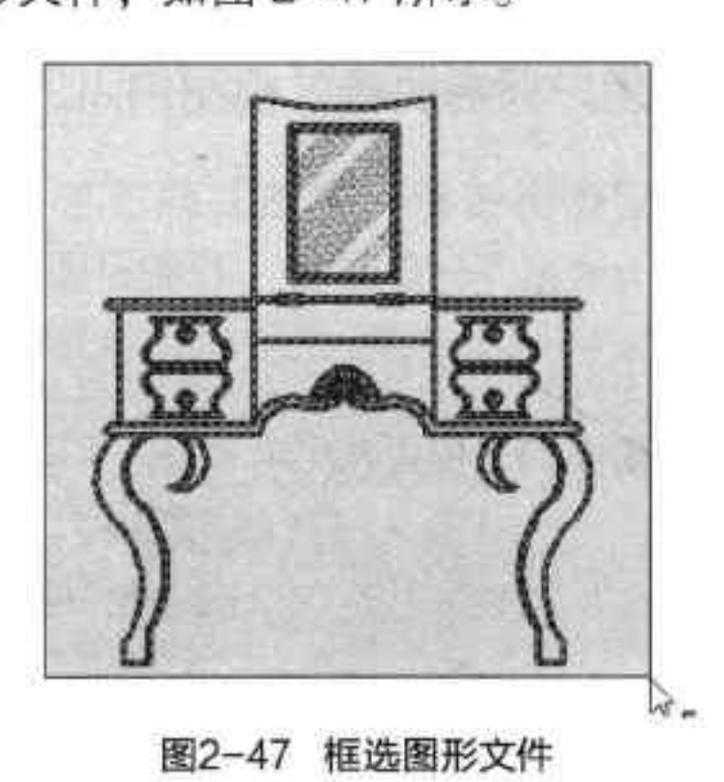

图2-47 框选图形文件
Step03 设置好保存路径及文件名，单击“保存”按钮，然后在绘图区中框选所需图形文件，如图 2-47 所示。